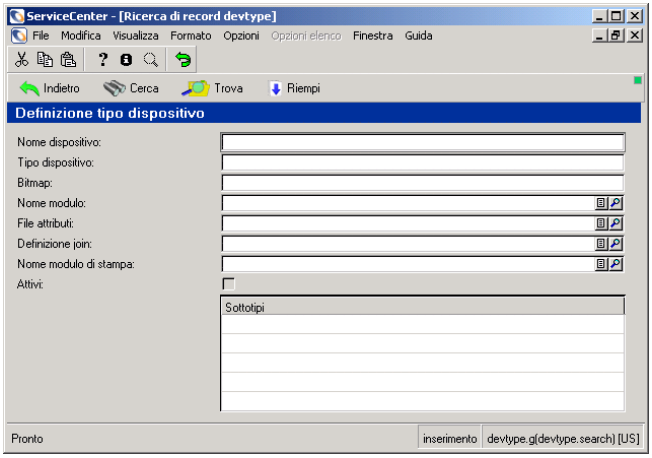

Figura 7-17: Modulo Definizione tipo dispositivo
2. Nella scheda Amministrazione, fare clic su **Tipi dispositivo**. La Figura 7-17 mostra il modulo Definizione tipo dispositivo.
2. Nella scheda Amministrazione, fare clic su **Aggiungi nuovi tipi dispositivo**. La Figura 7-17 mostra la schermata di avvio della procedura guidata. Fare clic su **Successivo**.